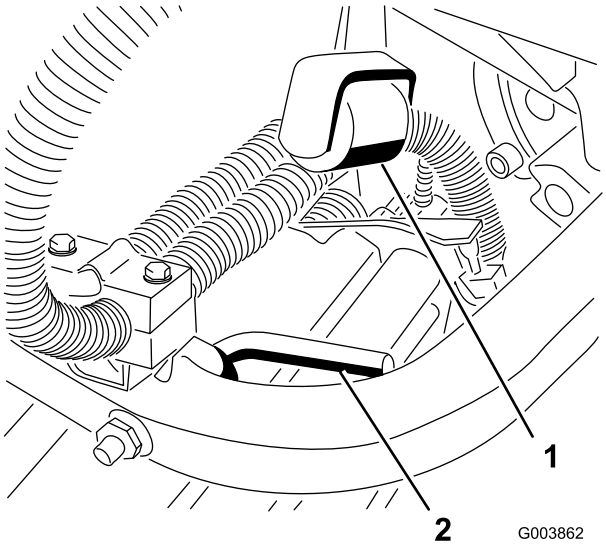

Figur 12
10. Kontrollera låsrullarnas justering (Figur 12). När de är rätt inställda kommer de i kontakt med låsspakarna på de bakre lyftarmarna och stödjer klippenheterna i det översta läget.